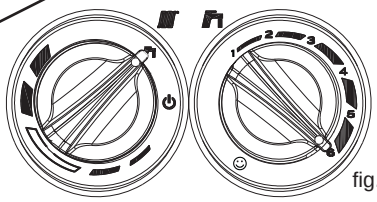

fig. 4.3
- portare al valore massimo il selettore temperatura acqua sanitario (fig. 4.3)